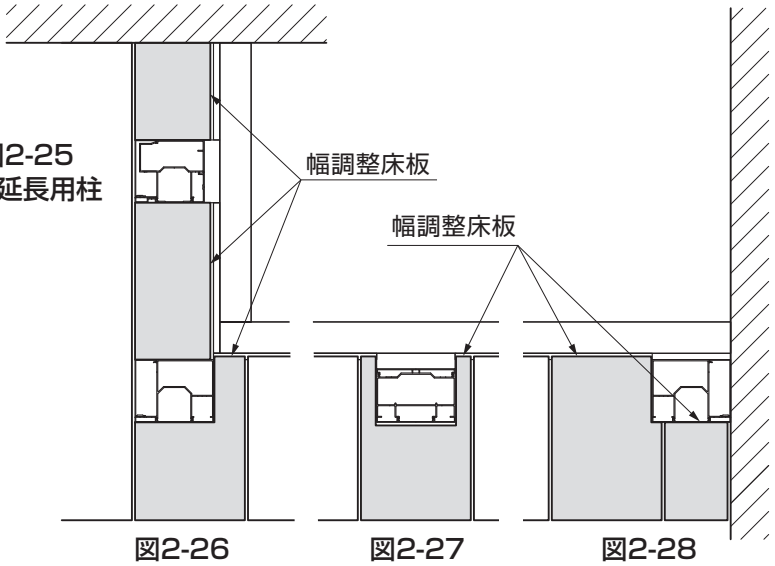

図2-25
②主柱、3尺延長用柱、中間柱、連棟柱、入隅用端部柱は、図2-25、図2-26、図2-27、図2-28を参照して、柱に干渉するデッキを幅調整床板に加工してください。